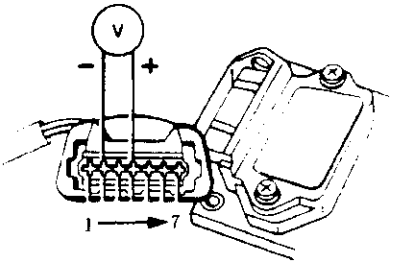

图 3—17
②按图 3—18 所示，断开点火并拆开点火控制单元，然后拔下分电器上的霍尔传感器导线连接器，接通点火后在连接器两侧针脚上能检测到电压；
③如果检测不到电压，则检查霍尔传感器导线，连接器与控制单元间的线路以及控制单元与搭铁间的线路；如果全部线路良好，但霍尔传感器仍接受不到电压，则说明控制单元有故障并应予以更换。